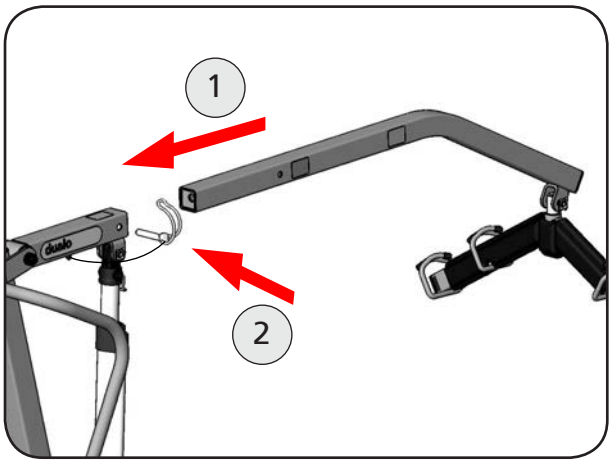

Abbildung 46
3. Stecken Sie den Hebearm standard in die Hebearmaufnahme (Abbildung 46).
4. Sichern Sie den Hebearm standard mit dem Rohrklappstecker (Abbildung 46).